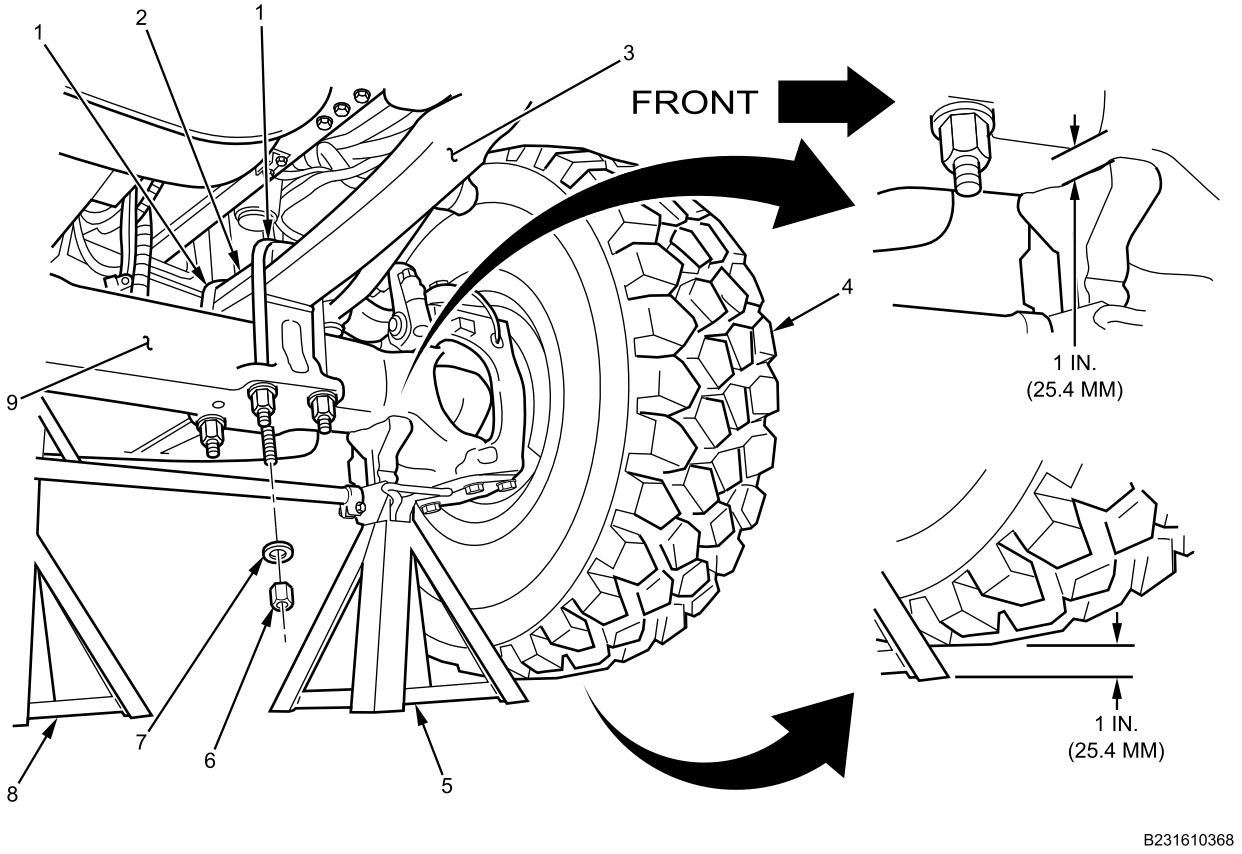

Figure 5. Front Spring Removal.
5. Position jackstands (Figure 5, Item 8) under right and left frame rails so there is approximately 1 inch (25.4 mm) clearance between tire (Figure 5, Item 4) and floor.
6. Position jackstand (Figure 5, Item 5) under axle (Figure 5, Item 9) so there is approximately 1 inch (25.4 mm) clearance between axle (Figure 5, Item 9) and jackstand (Figure 5, Item 5).
7. Loosen four locknuts (Figure 5, Item 6) evenly in a diagonal sequence until axle (Figure 5, Item 9) rests on jackstand (Figure 5, Item 5).
8. Remove four locknuts (Figure 5, Item 6) and washers (Figure 5, Item 7). Discard locknuts (Figure 5, Item 6).
9. Remove front spring U-bolts (Figure 5, Item 1) from front spring (Figure 5, Item 3) and axle (Figure 5, Item 9).
10. Remove front U-bolt seat (Figure 5, Item 2) from front spring (Figure 5, Item 3).